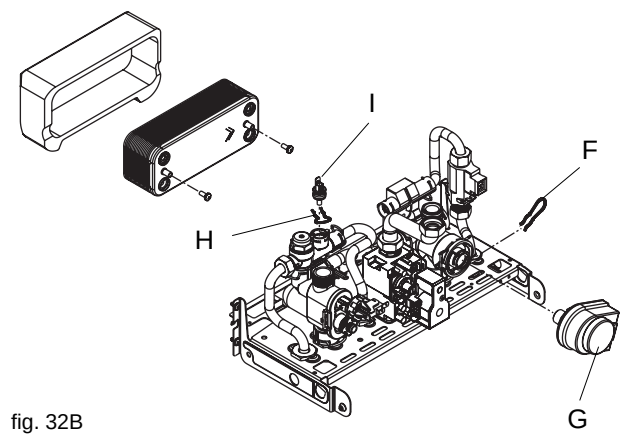

fig. 32B
6.20.3 VALVE ACTUATOR (fig. 32B)
6.20.4 DHW THERMISTOR (fig. 32B)